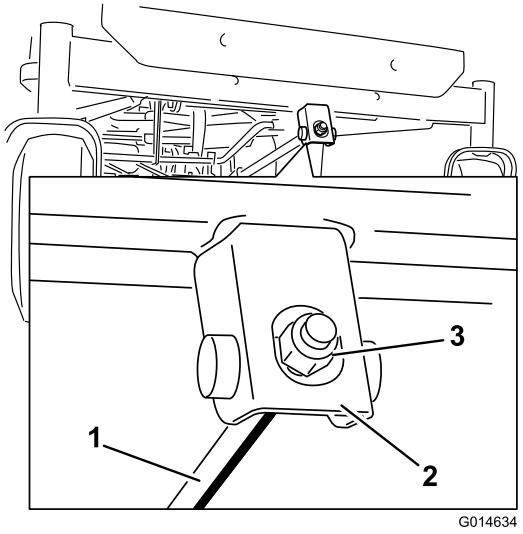

Figur 65
6. Den langsgående knivhældning justeres ved at dreje justeringsmøtrikken forrest på plæneklipperen (Figur 65).